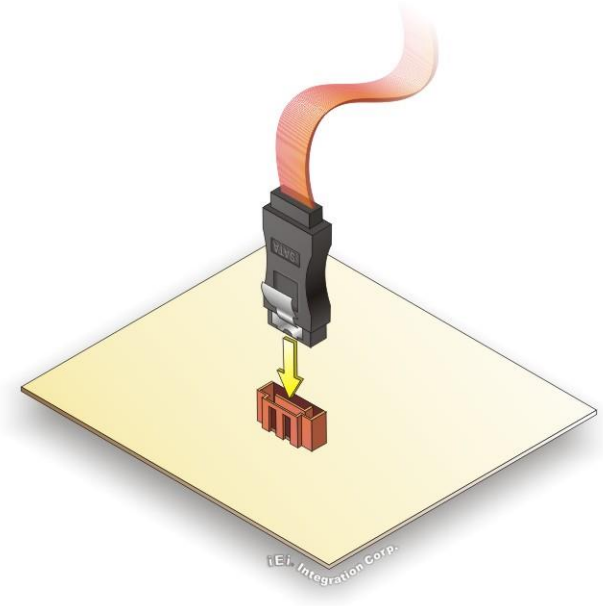

Figure 4-1: SATA Drive Cable Connection
Step 2: **Insert the cable connector**. Insert the cable connector into the on-board SATA drive connector until it clips into place. See **Figure 4-1**.